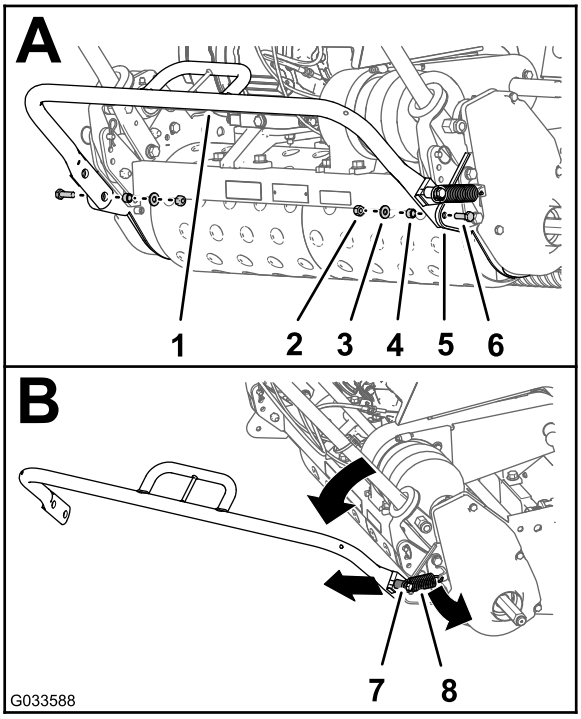

Figura 2
1. Con il cavalletto alzato, rimuovete il dado di bloccaggio, la rondella, il distanziale e la vite (5/16 x 1 poll.) che fissano ciascun lato del cavalletto alle piastre laterali (A di Figura 2).
2. Rimuovete la molla dal relativo supporto (1 poll.) del cavalletto (B di Figura 2).